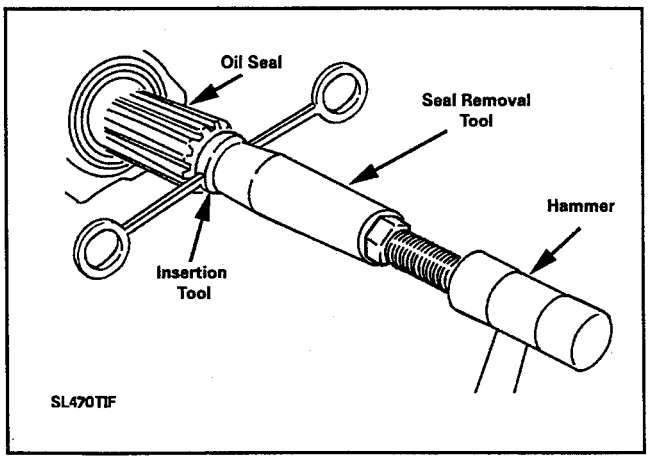

Figure 7-7e
6. Slide the transmission seal driver (tool number **2000021**) over the drive shaft until it makes contact with the drive washer. Use a hammer to "tap" the seal into the end of the drive tube ***(Figure 7-7e)***.